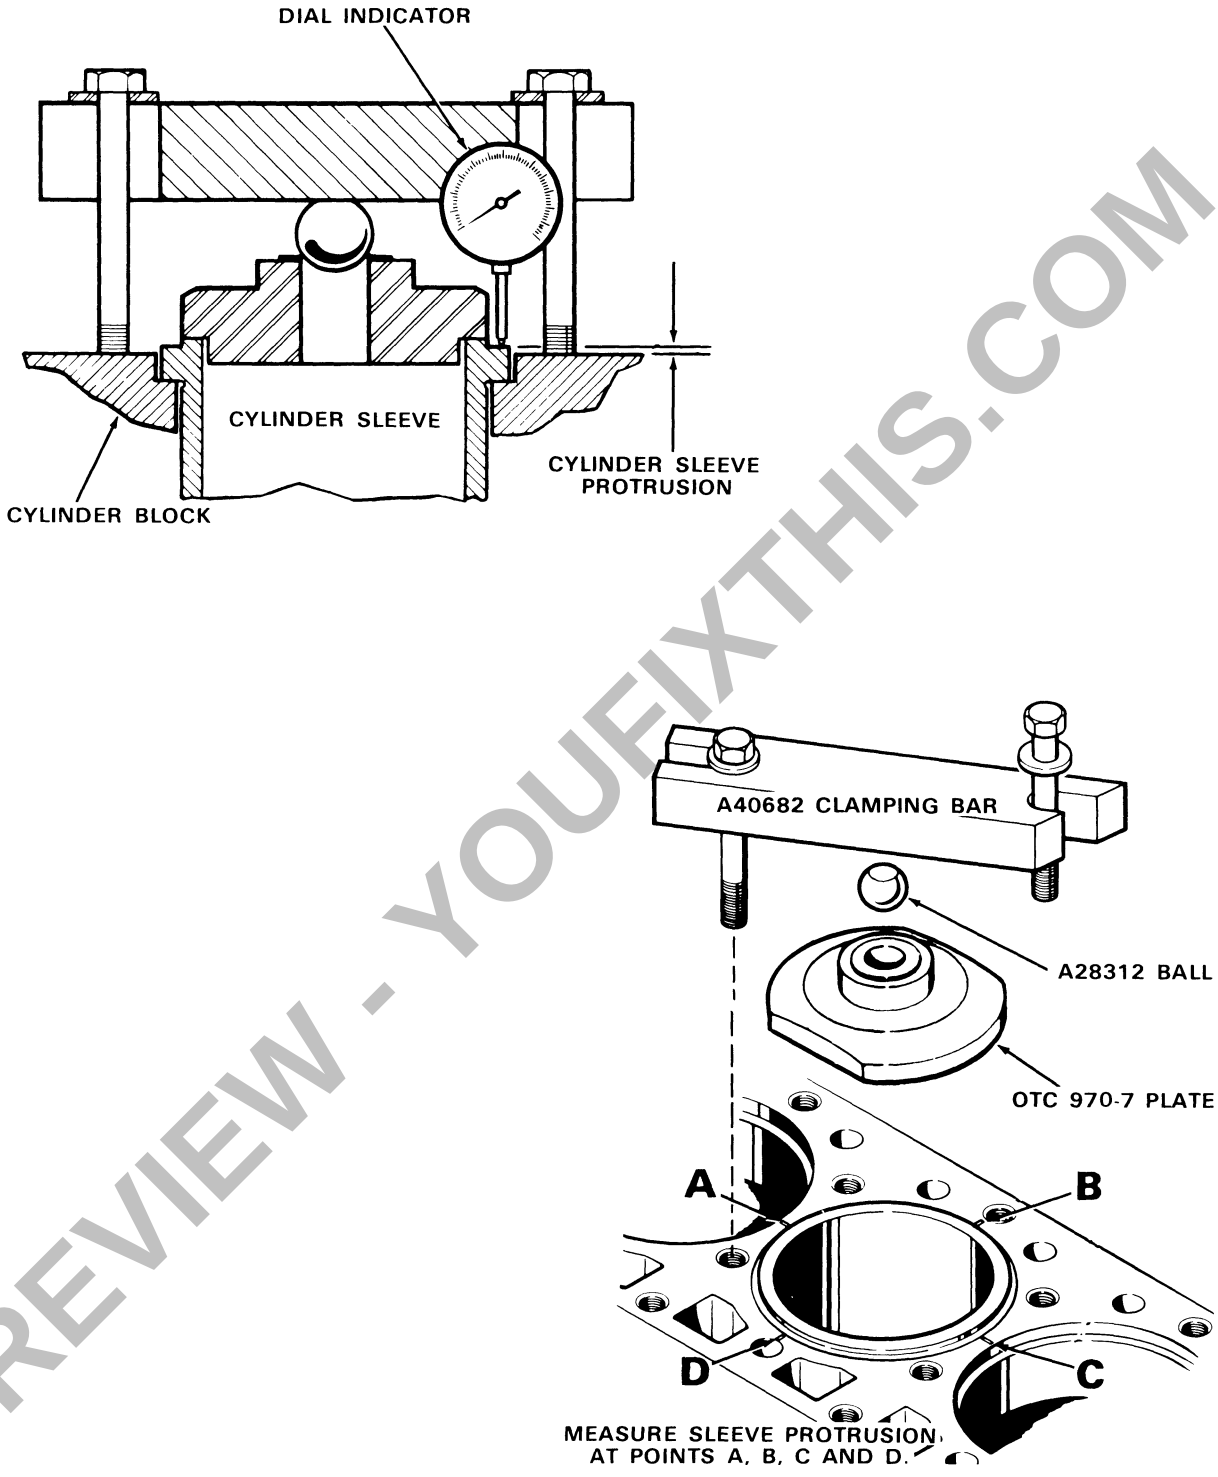

**Figure 6**
3. Sleeve protrusion must be checked to determine which fire ring is used, Figure 5. If protrusion exceeds .005" the sleeve(s) must be replaced. Make sure the correct fire ring is used. **NOTE:** Only the standard size fire ring or the gasket with built-in fire ring is included in the valve grind gasket kit. However, a thicker fire ring is available if the protrusion chart indicates a need for it. The thicker fire ring can be identified by a black marking stripe. Either a magnetic base dial indicator or a depth micrometer can be used to determine the cylinder sleeve protrusion as indicated in Figure 6. Measure cylinder sleeve protrusion at points A,B,C, and D. Using ball (A28312), clamping bar (A40682) and plate (OTC 970-7), clamp the cylinder sleeve in place, Figure 6. **NOTE:** The plate OTC 970-7 is available through local Owatonna Tool dealers or the Owatonna Tool Co., Owatonna, Minnesota. Torque the hold down capscrews to 50 ft. lbs.